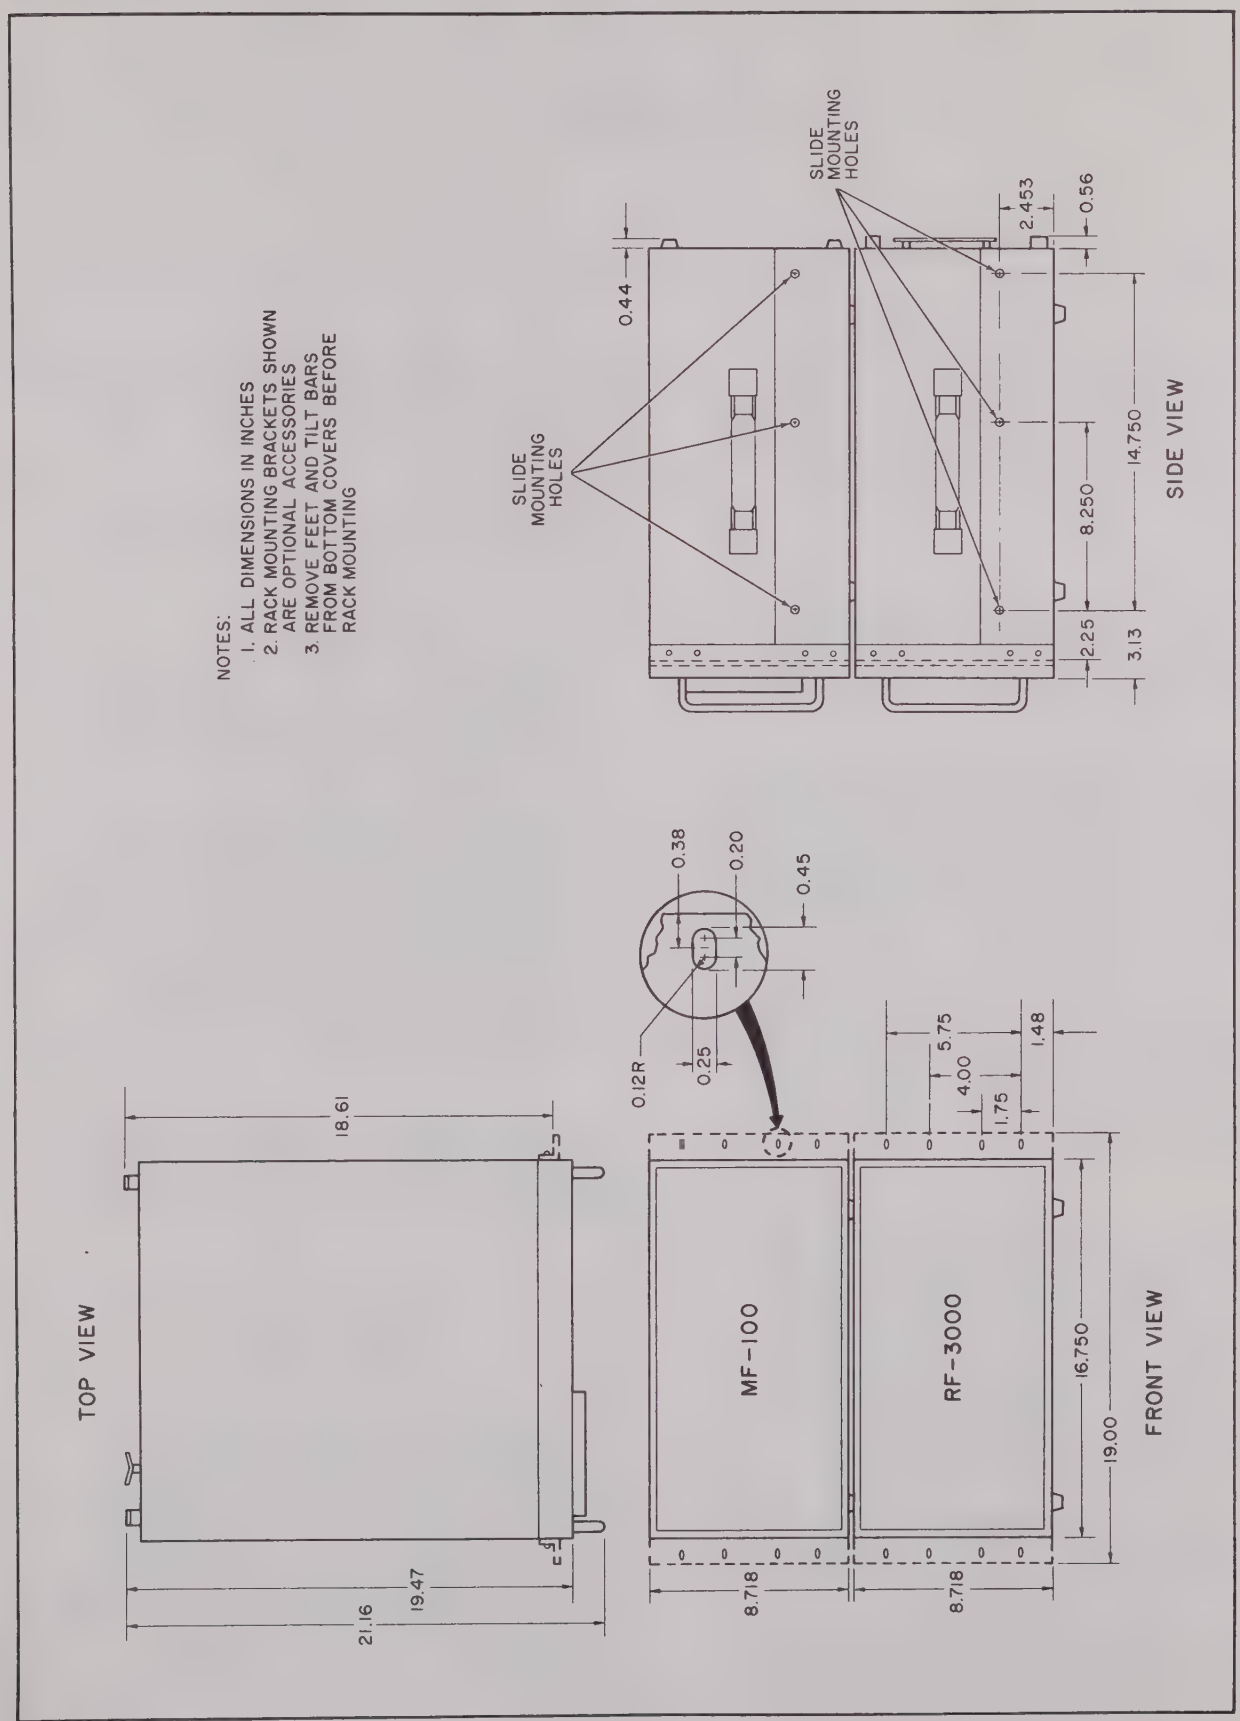

Figure 2-1. Installation Outline Drawing
a. Secure a set of rack mounting ears to both the RF-3000 and Main Frame. (See figure 2-1.)
a. Secure a set of rack mounting ears to both the RF-3000 and the Main Frame. (See figure 2-1.)